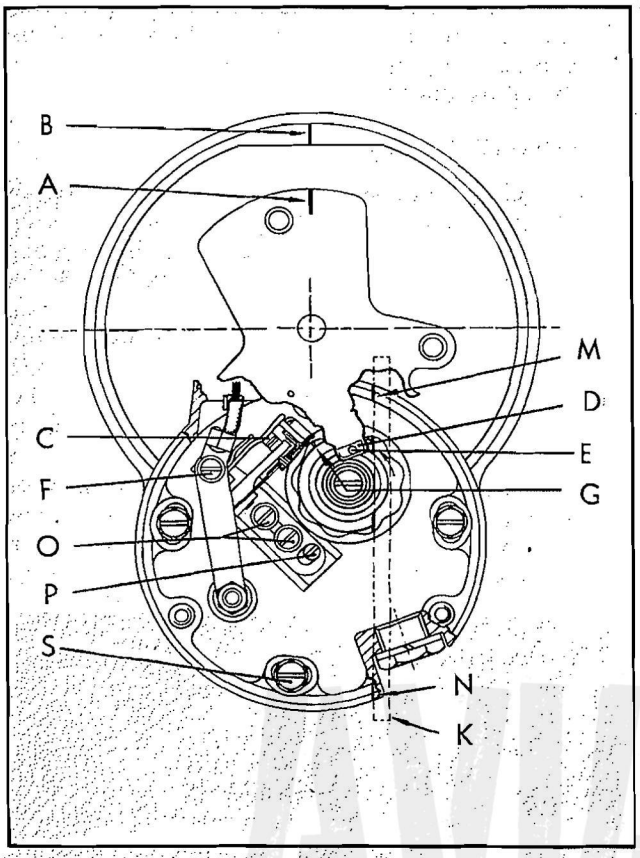

Figure 243—Sketch for Magneto Adjustments
b. Turn the magneto drive shaft in the normal direction of rotation until the timing mark "A," refer to Figures 243 and 244, on the distributor rotor lines up with mark "B" on the magneto front end plate.
e. If the breaker points do not open while turning the magneto, remove the magneto from the engine and turn its shaft until the timing marks are lined up as described above and as shown in Figures 243 and 244. Fit the magneto again to the engine and test to see if the breaker points open. Continue this until proper opening is obtained.